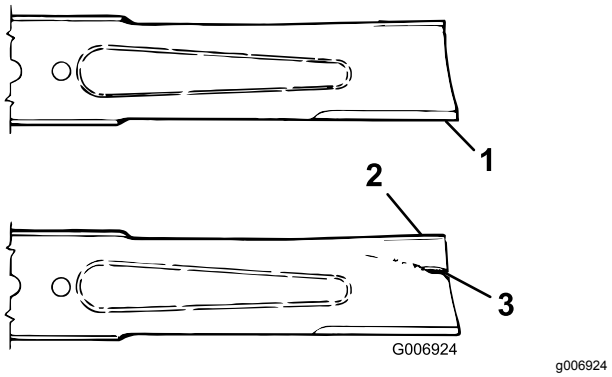

**Figur 84**
2. Undersök knivseggarna noggrant, i synnerhet där knivens flata och böjda del möts (Figur 84). Kontrollera kniven innan du använder gräsklipparen eftersom sand och slipande material kan slita bort metallen som förenar knivens flata och böjda delar. Om du upptäcker slitage (Figur 84) ska du byta ut kniven. Se Demontera klippenhetskniven.
**Om du låter en kniv bli sliten bildas ett spår mellan seglet och knivens flata del (Figur 84). Till slut kan en bit av kniven gå av och slungas ut från under kåpan och kanske skada dig eller någon kringstående allvarligt.**